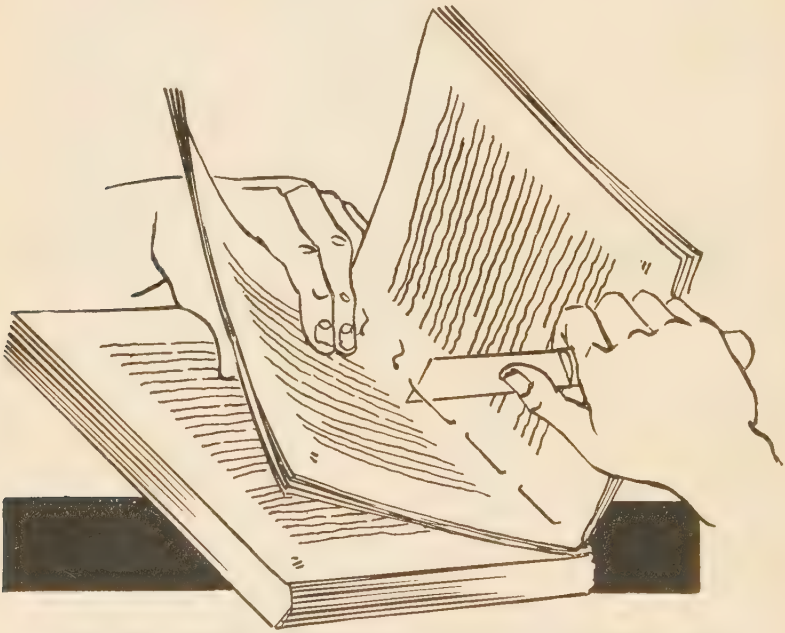

Fig. 158—Cutting Thread in Loops, Center of Sections
6. Now open the book to the *center* of the first section and find the sewing threads. Carefully cut each pair of threads between stitches. To do this slip the point of your knife under the thread loops. and cut. (Fig. 158.)